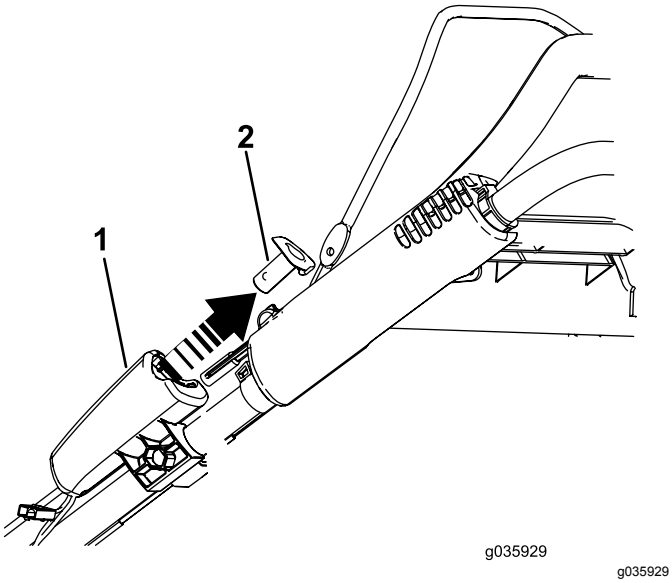

Rysunek 21
1. Wyjmij przycisk rozrusznika elektrycznego (Rysunek 21).